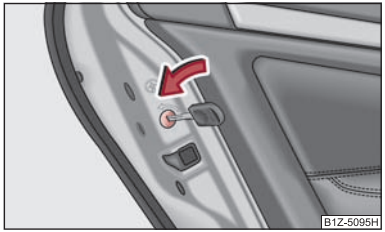

Fig. 23 Protection pour les enfants dans les portes arrière
– Tournez la fente dans la portière arrière dans le sens de la flèche au moyen de la clé du véhicule ⇒ fig. 23.